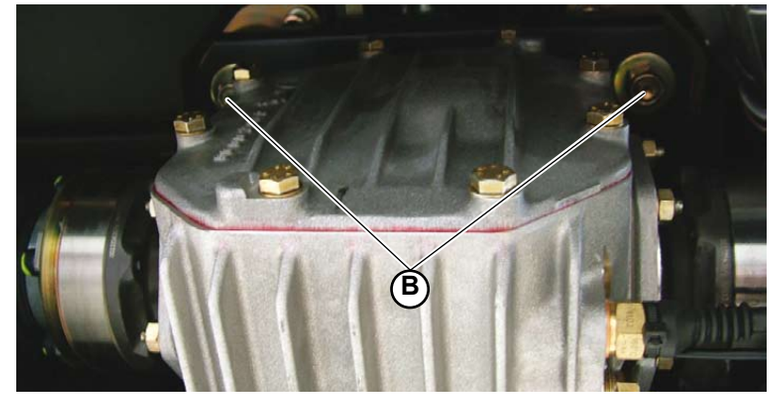

Fig.2
2. Fasten the bracket to the frame by means of two bolts (**B-Fig.2**); tighten as necessary.